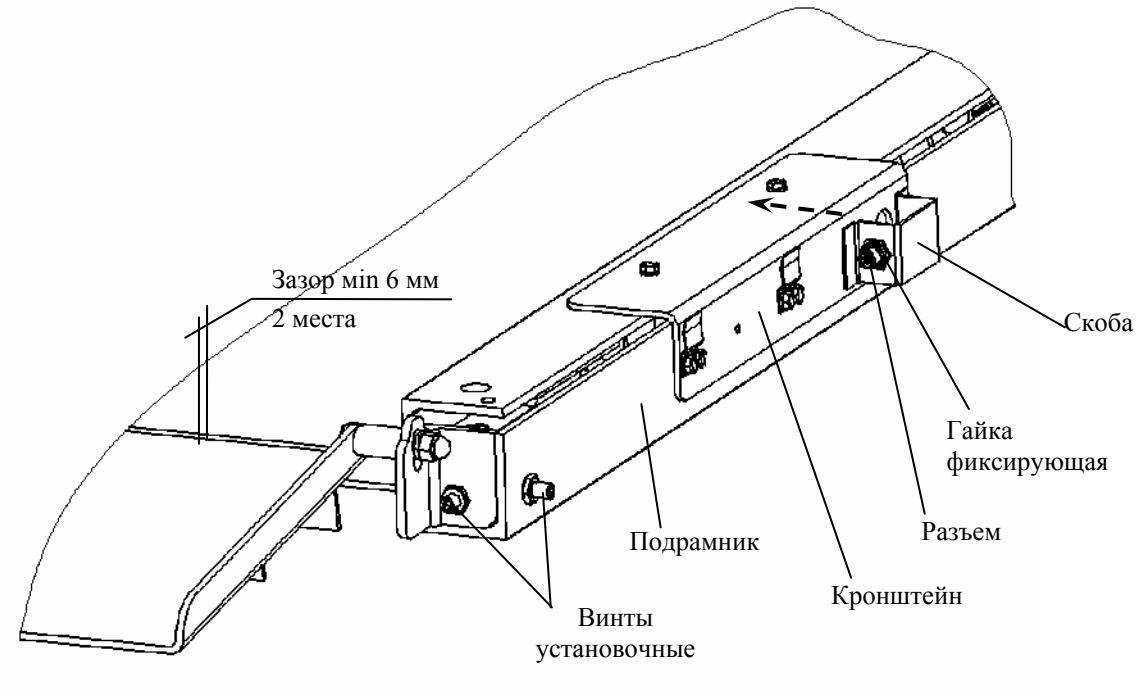

Рис. 10.8 - Фрагмент модуля 4D- LA_ (с кронштейном)
10.3.7.1 Расконтрить гайки установочных винтов (Рис. 10.8) и отвернуть установочные винты (8 шт.) на 6 оборотов.
☝ В модификации модуля **без кронштейна** (на Рис. 10.8 модификация с кронштейном) во избежание обрыва кабеля-концентратора, предварительно, перед выполнением п. 10.3.7.2, отвернуть фиксирующую гайку. Протолкнуть разъем внутрь скобы и протянуть кабель-концентратор с разъемом внутрь подрамника в направлении, указанном стрелкой (см. п. Рис. 10.8).
10.3.8.1.1 Расконтрить гайки установочных винтов (см. Рис. 10.8) и выкрутить установочные винты (8 шт.) на 6 оборотов.
☝ В модификации модуля **без кронштейна** (на Рис. 10.8 модификация с кронштейном) во избежание обрыва кабеля-концентратора предварительно, перед выполнением п. 10.3.8.1.2, отвернуть фиксирующую гайку. Протолкнуть разъем внутрь скобы и протянуть кабель-концентратор с разъемом внутрь подрамника в направлении, указанном стрелкой (см. Рис. 10.8).
10.3.8.1.2 Отвернуть фиксирующую гайку. Протолкнуть разъем внутрь скобы и кронштейна (см. Рис. 10.8).
☝ В модификации модуля **без кронштейна** (на рисунке Рис. 10.8 модификация с кронштейном) осторожно, без повреждения кабеля-концентратора, установить модуль в подрамник. Протянуть разъем кабеля-концентратора через отверстие в подрамнике и закрепить на скобе фиксирующей гайкой. Перейти к п. 11.3.8.2.7.
10.3.8.2.7 Вращая установочные винты, отрегулировать положение модуля так, чтобы зазор межу пандусами и модулем был не менее 6 мм (Рис. 10.8).